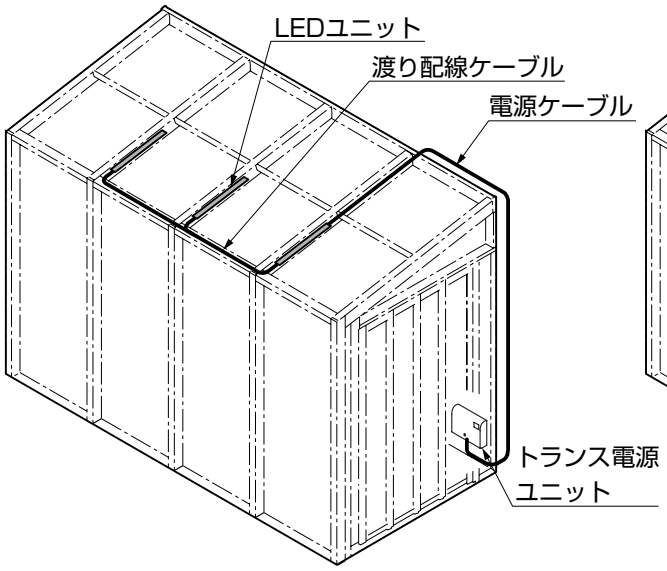
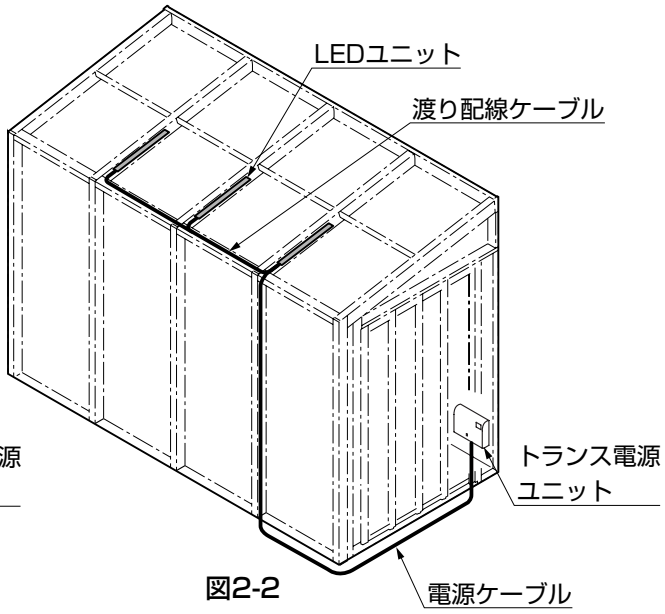

図2-1
図2-2
①図2-1、図2-2のようにLEDユニットの配線をとりまわしてください。